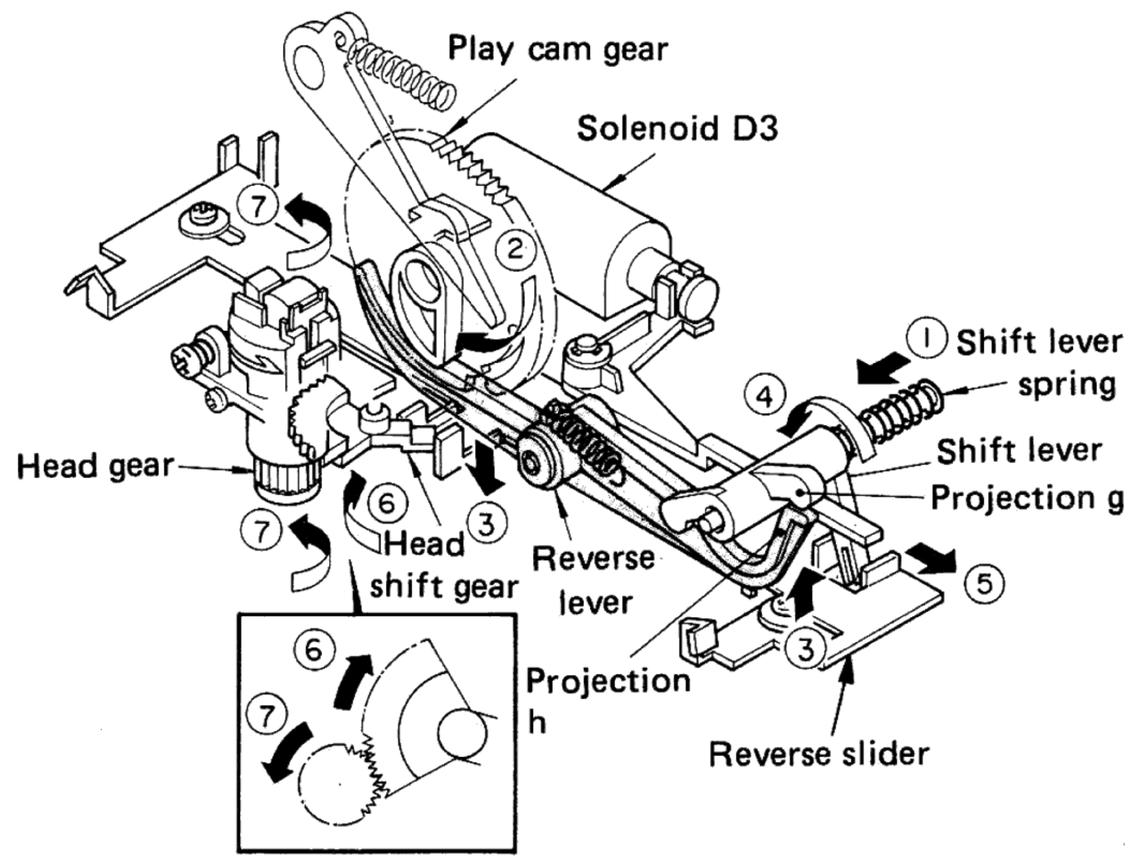

Fig. 9 Switching from REVERSE to FORWARD
(1) The mechanism resumes PLAY operation via the STOP state when REVERSE operation is switched to FORWARD operation.
(2) During this operation the shift lever is pressed by the shift lever spring in the direction shown by the arrow (①).
(3) The reverse lever is rotated in the direction shown by the arrow (③) due to the rotation of the play cam gear in the direction shown by the arrow (②).
(4) Projection h of the reverse lever comes into contact with projection g of the shift lever and rotates it in the direction shown by the arrow (④). The shift lever then pushes the reverse slider in the direction shown by the arrow (⑤).
(5) The reverse slider rotates the head shift gear in the direction shown by the arrow (⑥) to rotate the head gear in the direction shown by the arrow (⑦). The REC/PLAY head is also rotated from the REVERSE/PLAY position to the FORWARD/PLAY position. (Fig. 9 shows the mechanism after head rotation.)